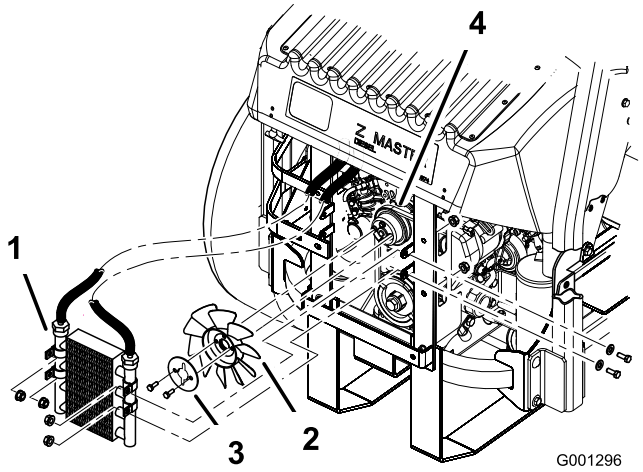

Figur 61
5. Ta bort de fyra bultar som håller fast oljekylaren och flytta kylaren åt sidan (Figur 61).
6. Ta bort de två bultar som håller fast fläkten och fläktplåten på maskinen (Figur 61).
10. Montera fläkten och fläktplåten på maskinen med hjälp av de två bultarna som togs bort tidigare (Figur 61).
11. Montera oljekylaren med de fyra bultarna som togs bort tidigare (Figur 61).